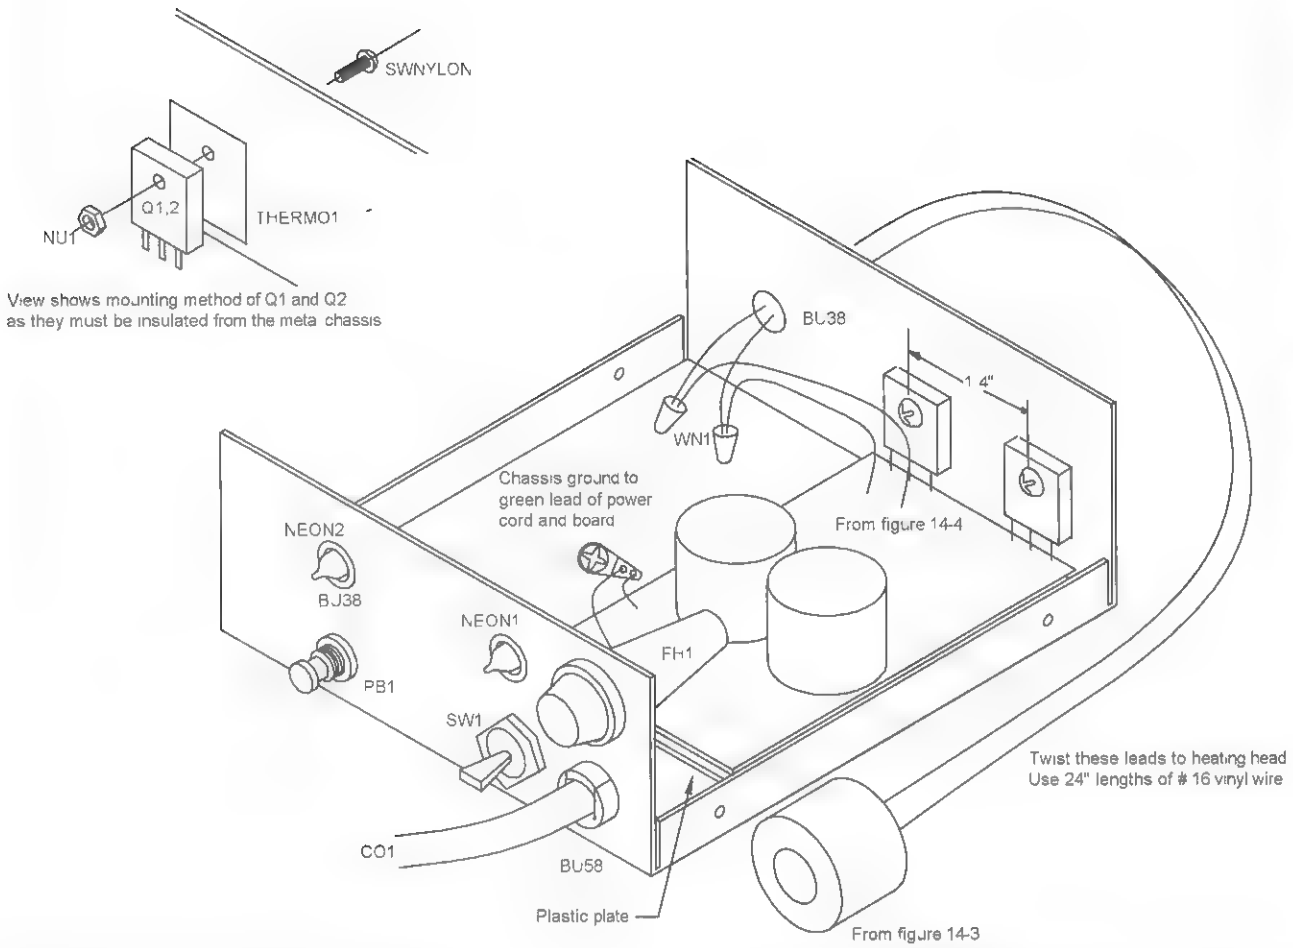

Figure 14-7 *Isometric of final assembly*
6. The final assembly is shown in Figure 14-7. Note the mounting scheme for Q1 and Q2, as they must be insulated from the chassis using the thermo pads. THERM1. These pads allow heat transfers and provide electrical insulation from the metal chassis.